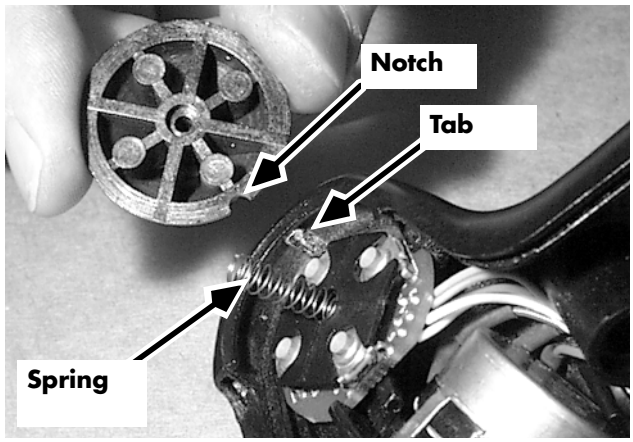

Figure 7-41: Tilt/Sideshift Button (EZ/ES/ET/EF)
2. Install the tilt/sideshift spring base plate, spring, and button. Orient the button with the notch down. See Figure 7-41.